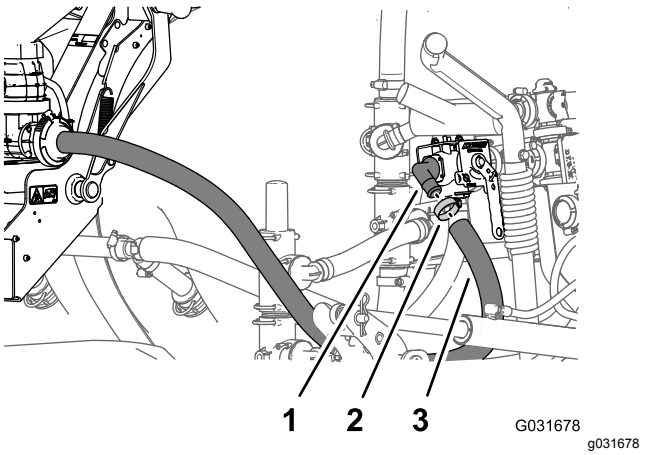

Figur 227
1. Innrett den frie enden av eduktorforsynings-slangen med 90°-koblingen med mothaker på væskeavstengingsventilen og monter slangen over koblingen (Figur 227).